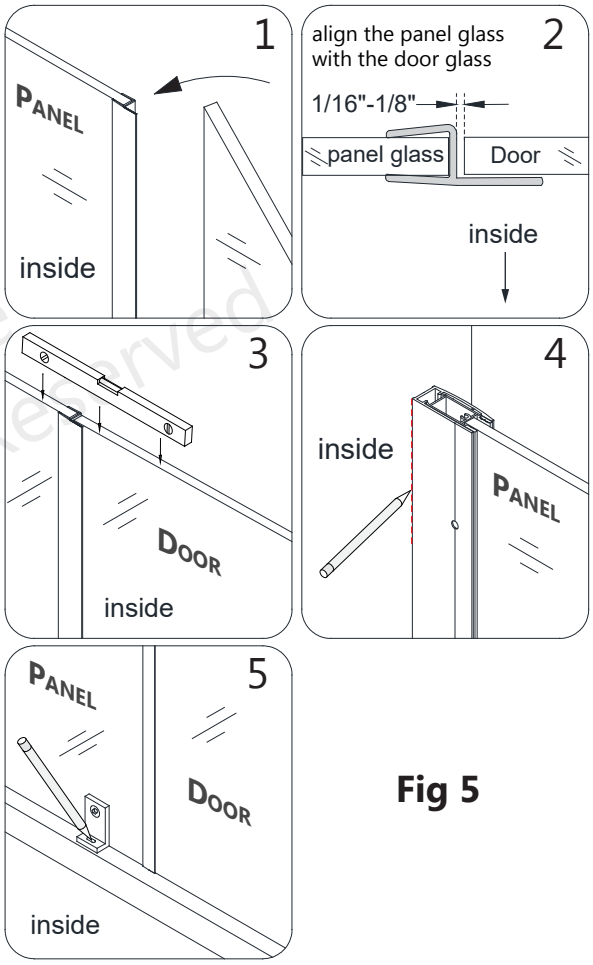

Fig 5
- Mark the drilling hole onto the threshold through the hole in the **Bottom Bracket (#18)**. **(Fig. 5)**